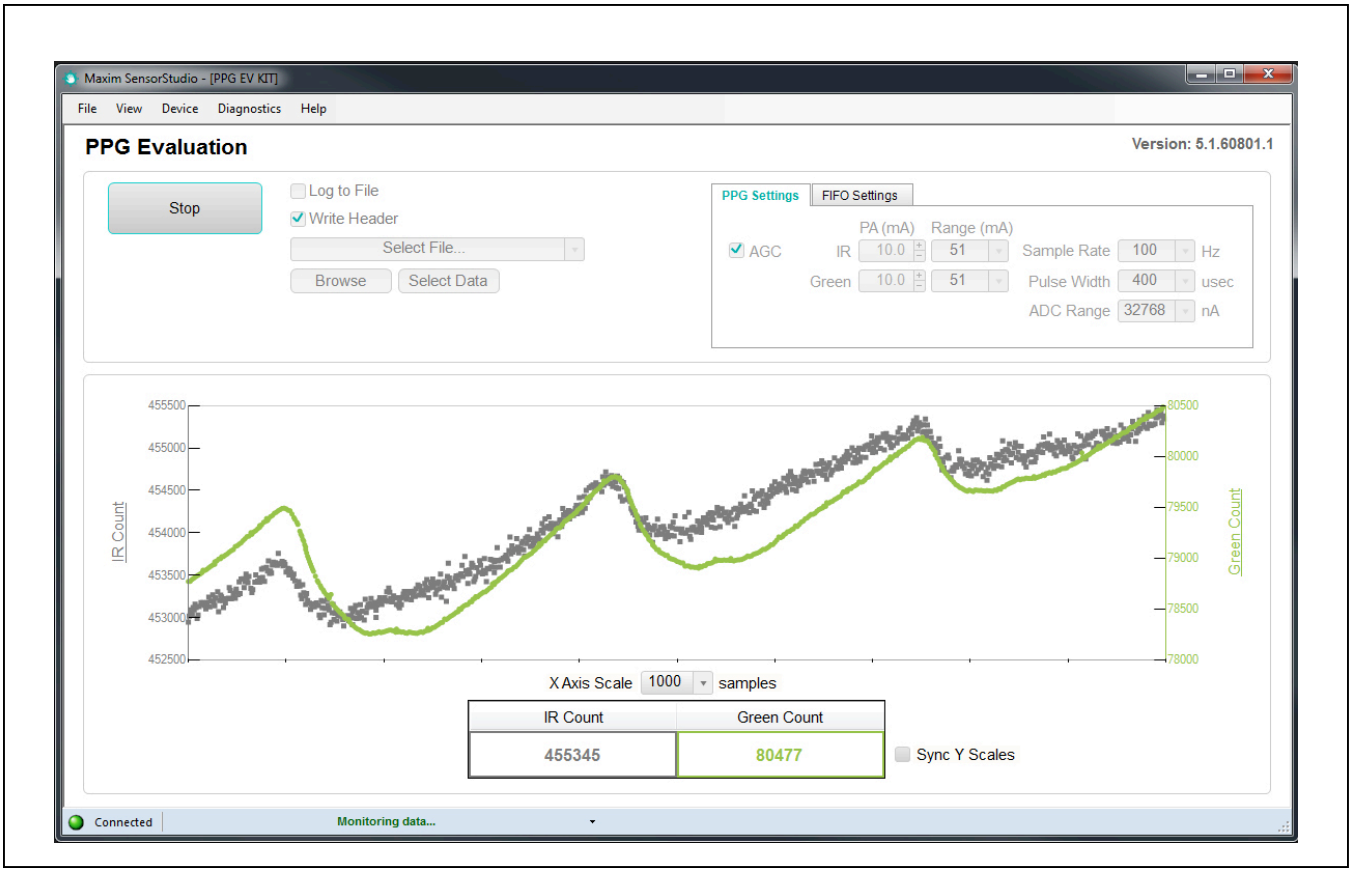

Figure 7. Maxim SensorStudio GUI – PPG Evaluation Page: Monitoring Data
10) Place the test subject on top of the MAX86160 (U1) of the MAX86160 Breakout EV Kit and observe the PPG graphs. See Figure 7.